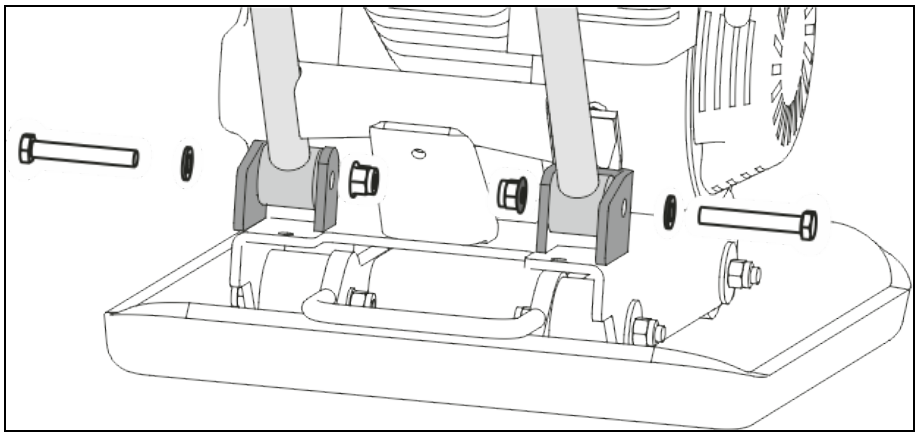

Рис. 4. Установка рабочей рукоятки.
2. Совместите отверстия в нижней части рабочих рукояток и кронштейнах рамы виброплиты. Вставьте в отверстия болты (которые идут в комплекте) после чего зафиксируйте их гайками (Рис. 4).